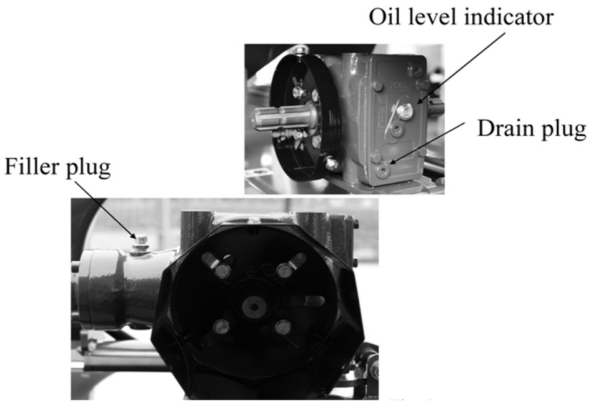

Figure 4
- Check the oil level in the gearbox through the oil level plug placed on the side of the gearbox (see fig. 4). In case a refill is needed, unplug the filler plug from the top of the gearbox and proceed with the filling until the oil is visible again through the level plug.